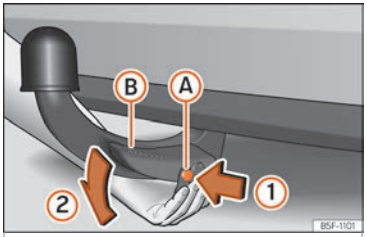

Fig. 178 Removing the tow hook
- Press the release bolt Ⓐ in the direction of arrow ①, and at the same time press lever Ⓑ as far as it will go in the direction of arrow ② ››› Fig. 178.